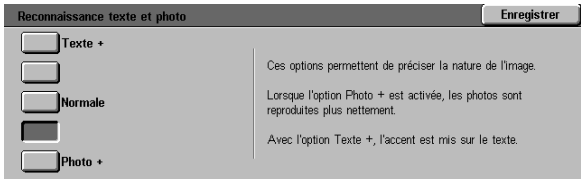

Figure 48 : Paramètres Texte et photo
- Pour le paramètre Reconnaissance texte et photo, appuyez sur la touche correspondant à l'option voulue (voir la figure 48).